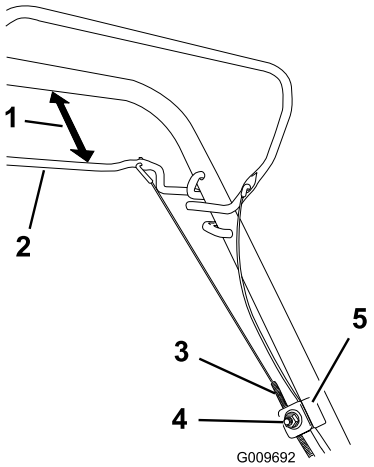

Figur 29
1. Løsn møtrikken til kabelunderstøtningen (Figur 29).
2. Hold selvkørselsbøjlen 25 til 38 mm fra håndtaget (Figur 29).
3. Træk kabelkappen ned (mod plæneklipperen), indtil der ikke er noget slæk i kablet (Figur 29).